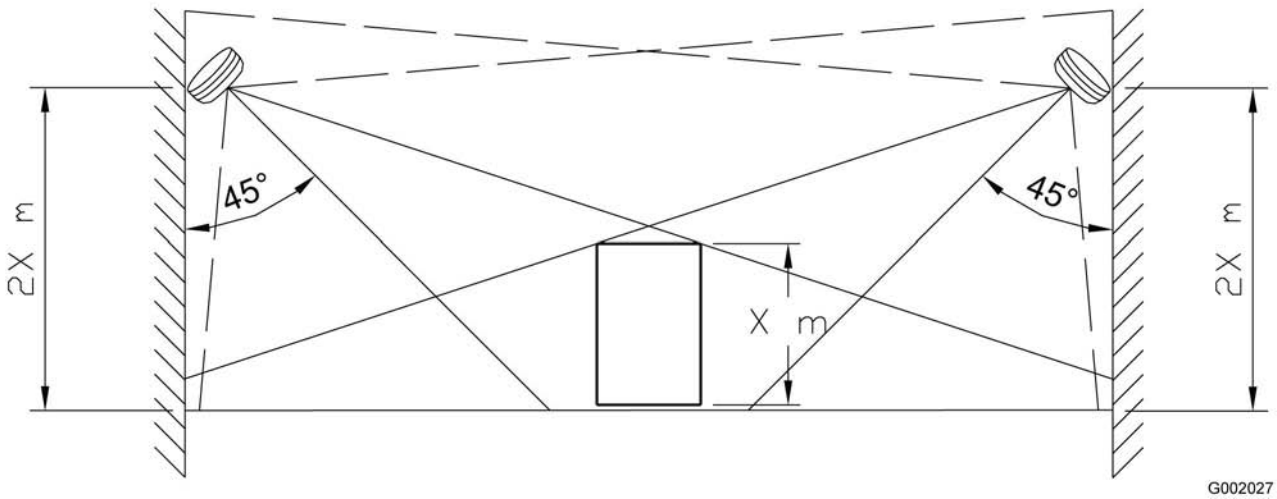

Figure 12. Flame detector mounting
- Avoid shadow areas from objects in the room, by placing a second detector facing the opposite side of the object, see Figure 12. Flame detector mounting.